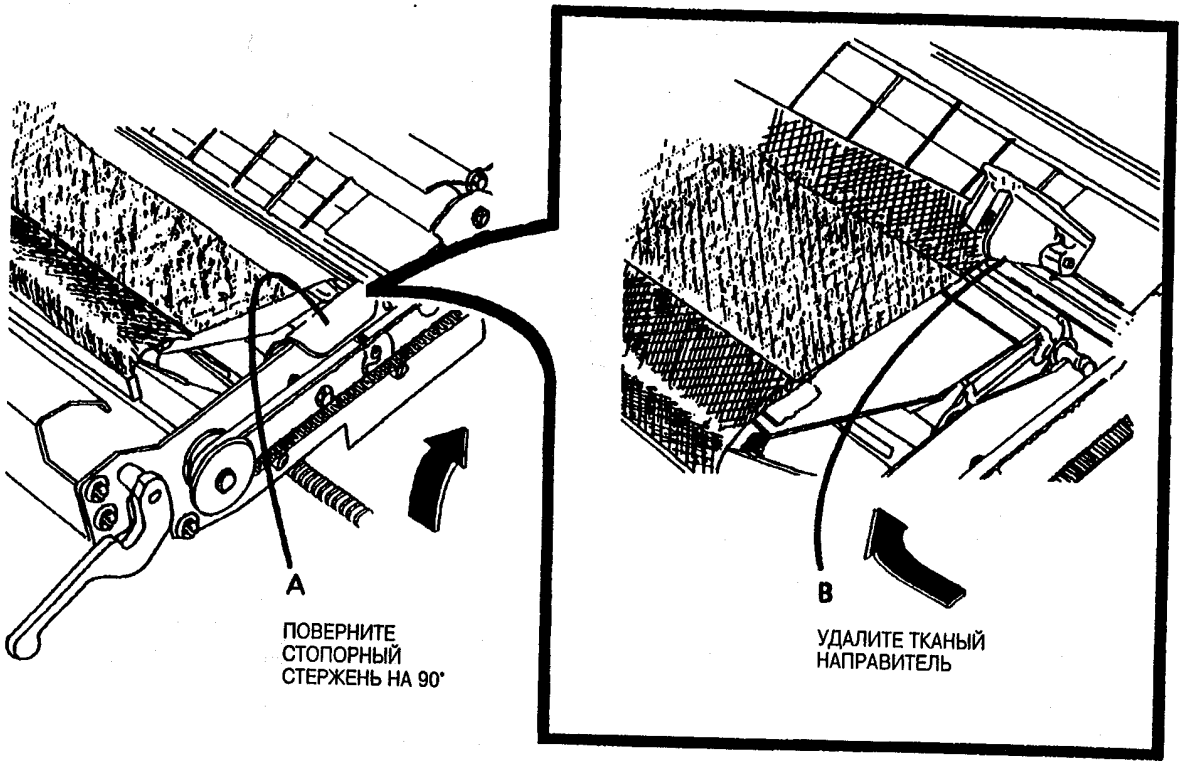

Рис. 1. Удалите тканый направитель
5. (Рис. 1): Удалите тканый направитель.